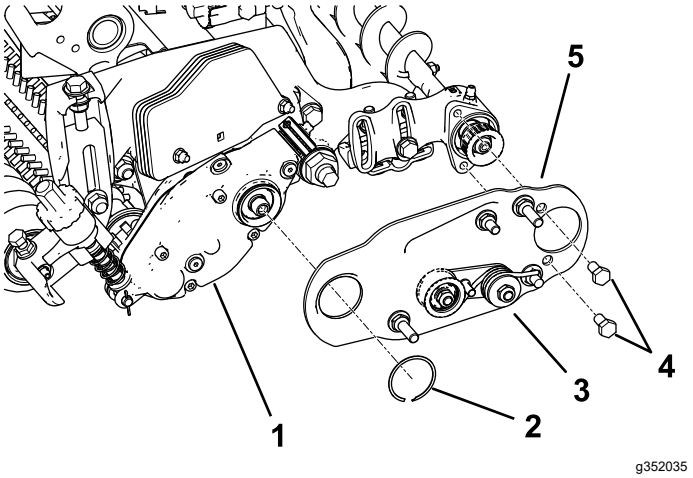

Figuur 12
3. Monteer de draaiplaat van de linker- of rechter rolborstel (Figuur 12).
Opmerking: Zorg ervoor dat de spanpoelie onderaan gemonteerd is; zie Figuur 12.
4. Breng blauw schroefdraadborgmiddel aan op de 2 bouten (5/16" x ½") en gebruik de bouten om de borstelplaat aan de lagerbehuizing van de rolborstel te bevestigen (Figuur 12).
5. Bevestig de borstelplaat aan de rolborstelbehuizing met de borgring (Figuur 12).